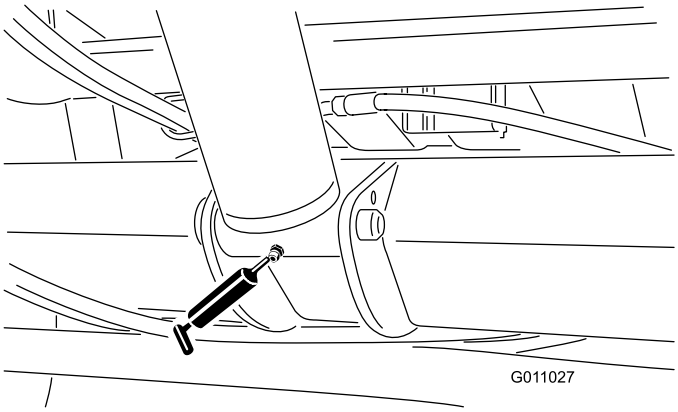

Figuur 31
- Hefcilinder, (2) (Figuur 31).